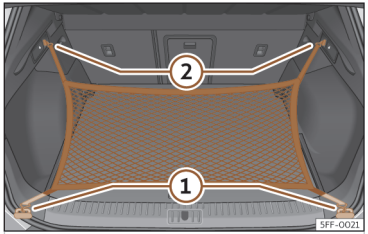

Fig. 183 En el maletero: argollas ① y ganchos ② para enganchar la bolsa de red.
- Fije los ganchos cortos de la red en las argollas de amarre ››› **fig. 183** ① ››› ⚠. La cremallera de la bolsa tiene que quedar hacia arriba.
- Fije las cintas en los ganchos para colgar bolsas ②.